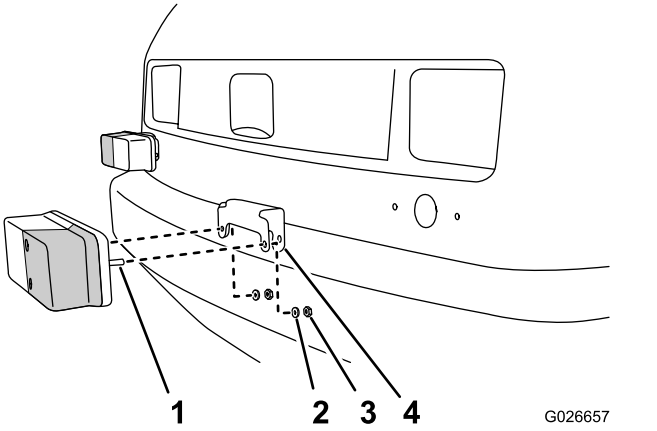

Figur 5
2. Tryck på fästet på tapparna i lampan (Figur 5).